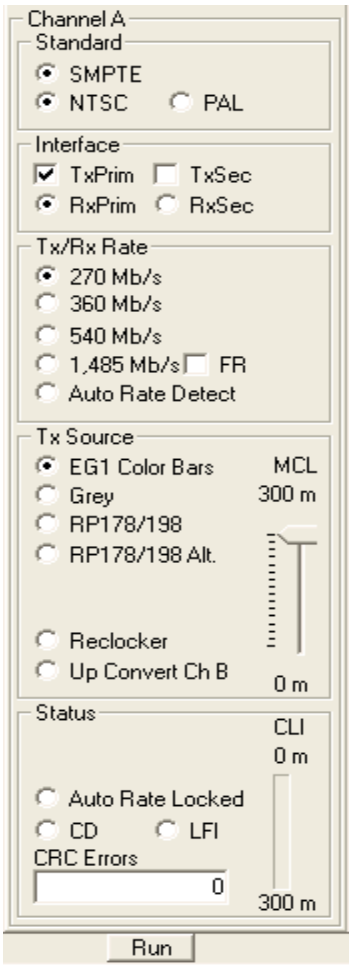

Figure 6-4. GUI Setting for Sample Test 1
4. Configure channel A to generate color bars in SD format. In the “Tx/Rx Rate” panel of the GUI, click on the radio box for 270 Mb/s. In the “Tx Source” panel, select “EG1 Color Bars” to generate the color bar in SD format. See *Figure 6-4* for the GUI setting for transmitting color bar at 270 Mb/s.